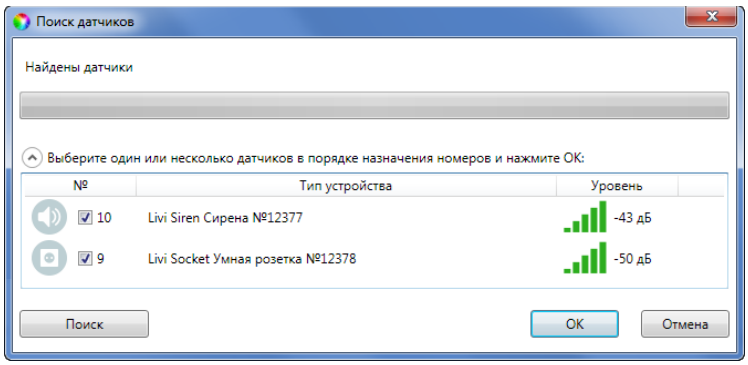

Рисунок 7.43 — Поиск радиоустройства
4. В следующем окне (см. рисунок 7.43) будет отображен список устройств, доступных для связывания в радиусе действия радиоканала. Если подключаемого устройства нет в списке, то его следует повторно перевести в режим связывания (любое устройство серии Livi находится в режиме связывания ровно 60 секунд).